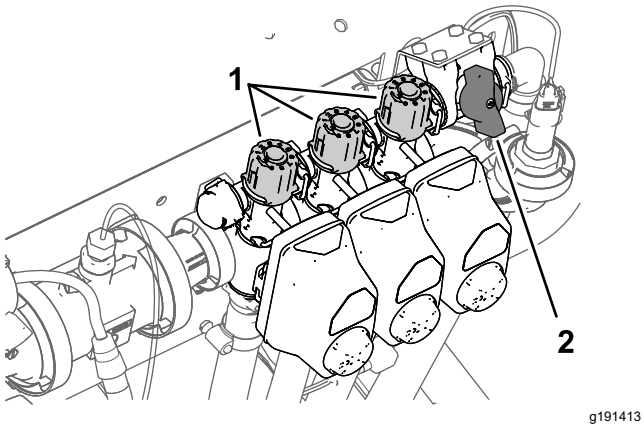

**Figur 27**
2. Stäng av omkopplaren för vänstersektionen och justera sektionens överströmningsvred (Figur 27) tills värdet som visas når föregående nivå i tabellen.
4. Justera den högra sektionens överströmningsvred (Figur 27) tills värdet av föregående nivå visas, enligt tabellen.
6. Justera mittsektionens överströmningsvred (Figur 27) tills värdet som visas når föregående nivå i tabellen.